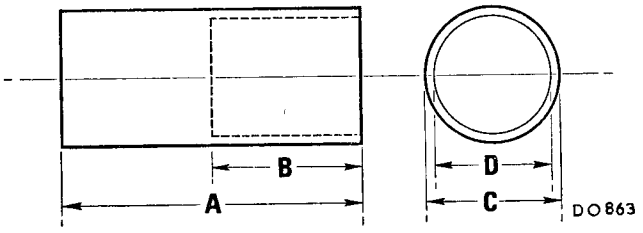

Fig. N.28
30. Fit a tube of the dimensions given in Fig. N.28 over the slip-ring moulding so that it registers against the outer track of the slip-ring end bearing and carefully drive the bearing from its housing.